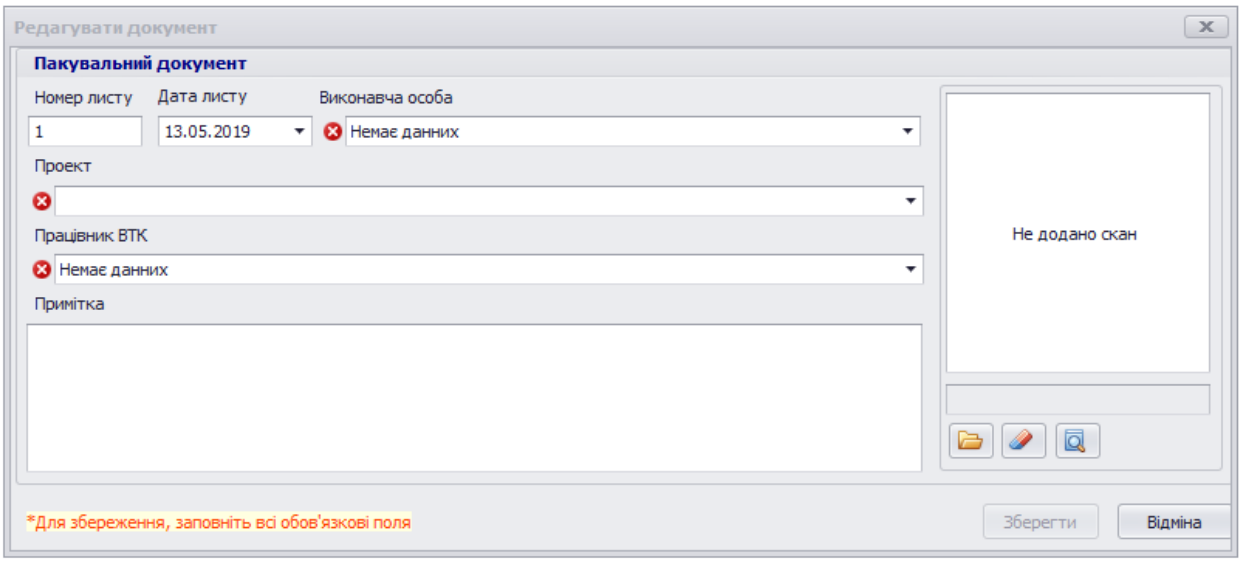
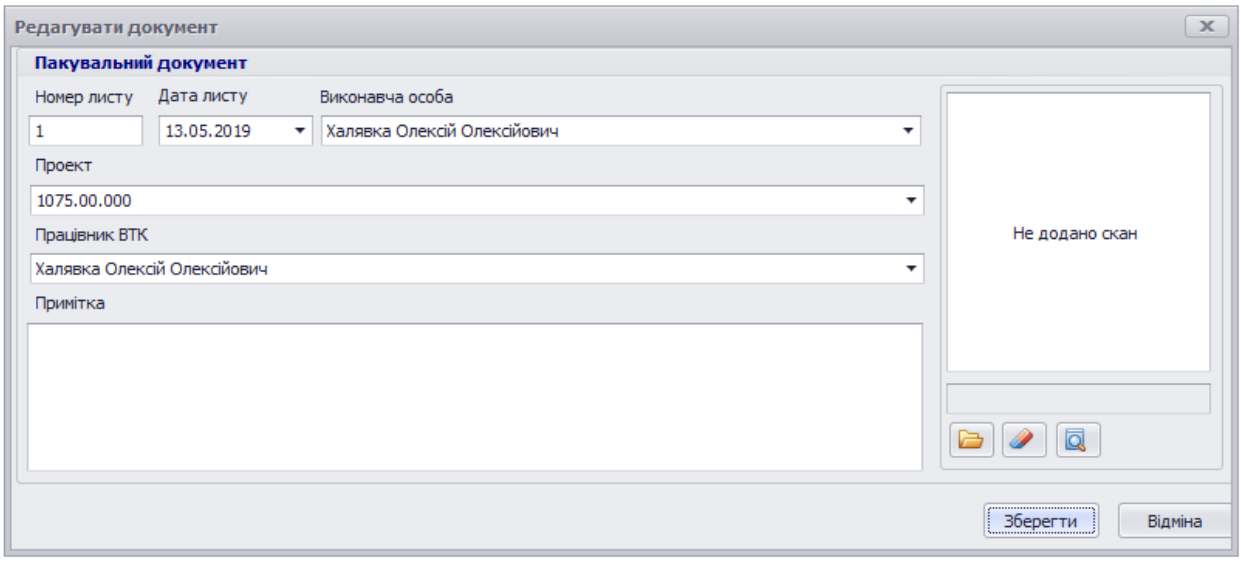

Рисунок 6.2 – Вікно «*Редагувати документ*» кнопки «*Додати*»
Рисунок 6.3 – Вікно «*Редагувати документ*» кнопки «*Редагування*»
- «*Документи*»,управління документами: створення (рис.6.2), редагування (рис.6.3) та видалення.